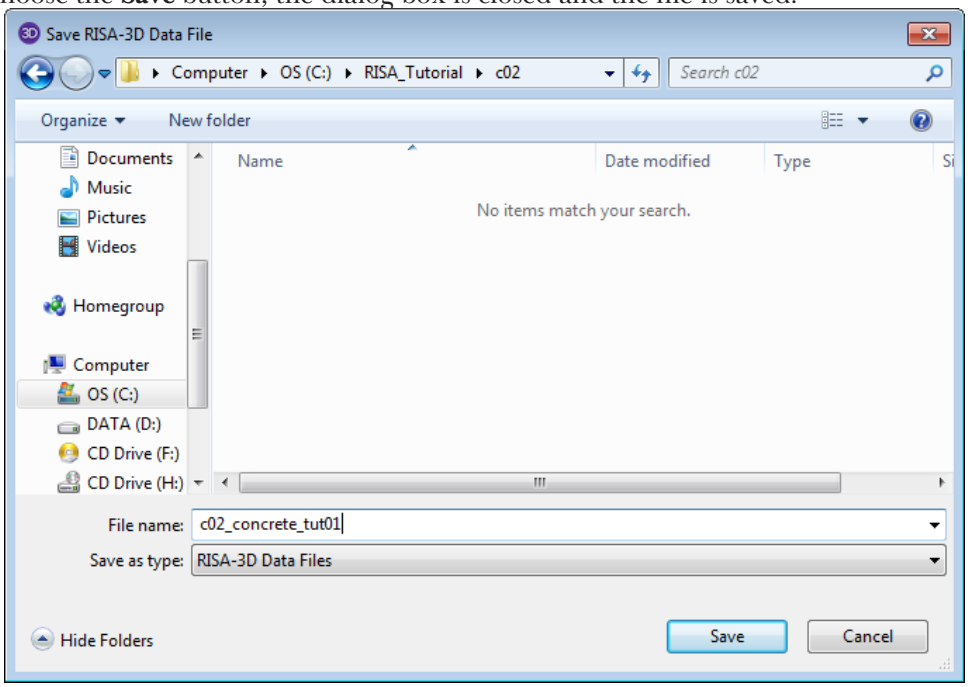

Figure 2-32 The ***Save RISA-3D Data File*** *dialog box*
3. Open the *RISA_Tutorial* folder and then create a sub-folder with the name *c02*. Next, open the created folder and enter the file name as **c02_concrete_tut01**, refer to Figure 2-32.